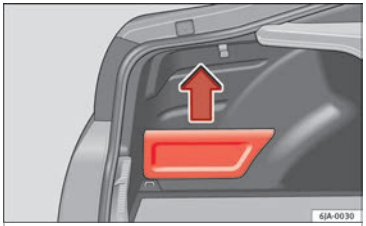

Fig. 161 Luggage compartment: storage compartment
– Hold onto the top of the lid and pull it out in the direction indicated by the arrow ››› **Fig. 161**.